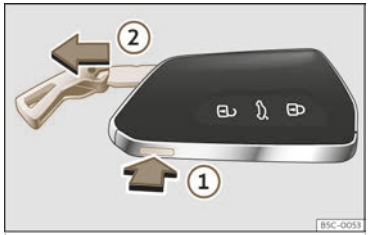

Fig. 71 Vehicle key: remove the key blade.
- Press the >>> **Fig. 71** ① button to release the ring from the key fob and remove the key blade ②. Pressing lightly on the ring leaves it fixed as a key fob.
- Press the >>> **Fig. 71** ① button to unlock. Press and hold button ① and at the same time pull on the ring in the direction of the arrow >>> **Fig. 71** ② to completely remove the key blade.